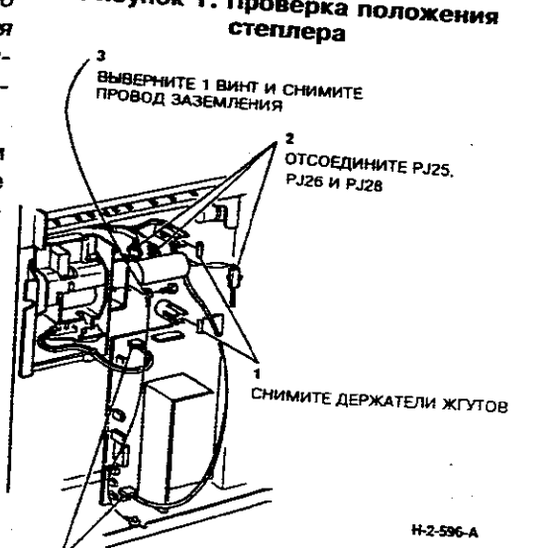

**Рисунок 2. Отсоединение проводки**
5. (Рисунок 2) Отсоедините проводку.